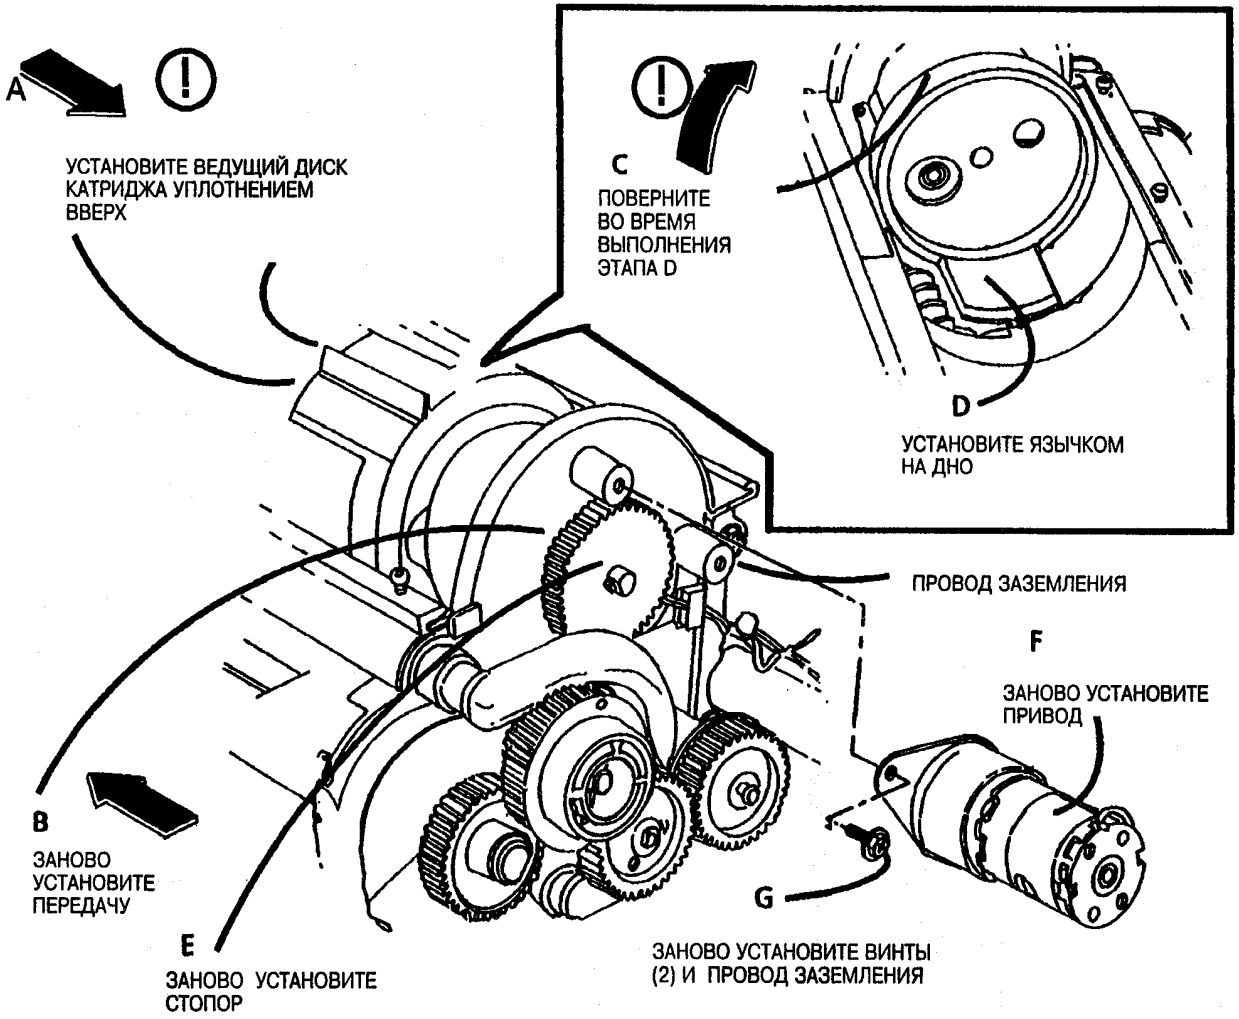

Рис. 3. Установите ведущий диск катриджа
повреждения уплотнения ведущего диска, всегда вращайте ведущий диск в направлениии, показанном на рис. 3.
3. (Рис. 3): Заново установите ведущий диск катриджа.